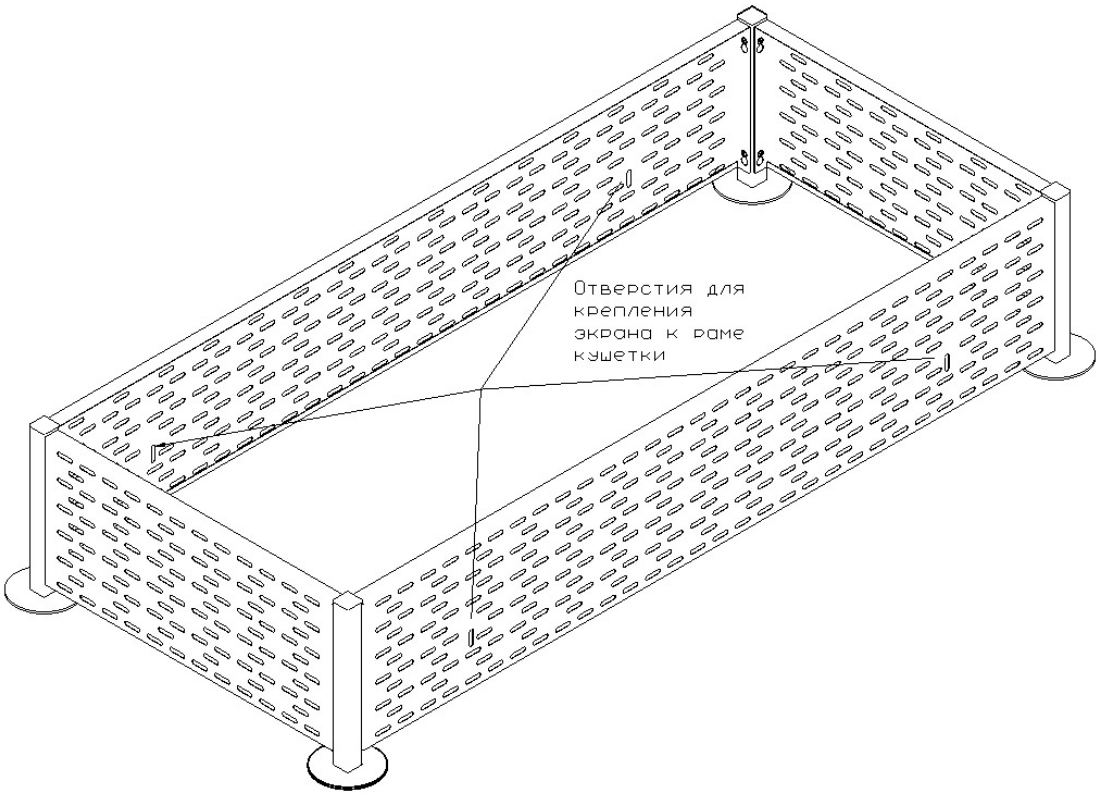

Рис. 4 Конструкция защитного экрана.
6.3.1 Защитный экран крепится к нижней раме виброкушетки с помощью винтов в местах, указанных на рис. 4. Перед снятием экрана необходимо открутить все винты крепления. Затем необходимо поочерёдно отсоединить каждую секцию экрана от крепёжных стоек. Для того чтобы отсоединить секцию от стойки, достаточно её немного приподнять относительно стойки и затем отвести в сторону. Установка экрана происходит в обратном порядке. Установку экрана желательно начинать с длинной секции, расположенной со стороны кронштейна крепления электронного пульта управления. Иллюстрация системы крепления защитного экрана приведена на рис. 3.